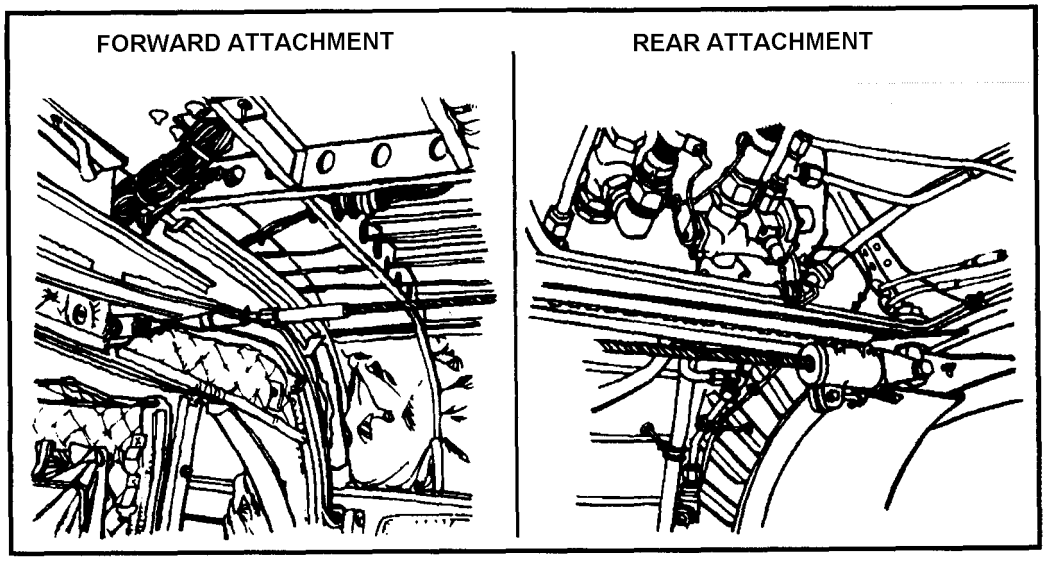

Figure 17-19. CH-47 anchor line cable attachment.
(1) Install safety belts for each parachutist and extend all the way out to ensure positive hookup while seated.
(2) Secure the permanently installed anchor line cable to the attachment points on the starboard side of the aircraft (Figure 17-19).